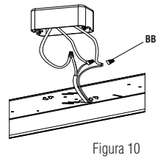

Figura 10
3. Retire la envoltura termoencogible de los extremos de los cables negro, blanco y verde para exponer los alambres de cobre, antes de conectar los cables de CA con los alambres correspondientes (negro con negro, blanco con blanco y verde con verde) en la caja de conexiones, y asegúrelos utilizando los conectores aislantes (parte BB) (Figura 10).
NOTA: - para una conexión correcta, coloque los conectores aislantes (BB) sobre los cables y deles vuelta hasta que estén apretados (Figura 10).